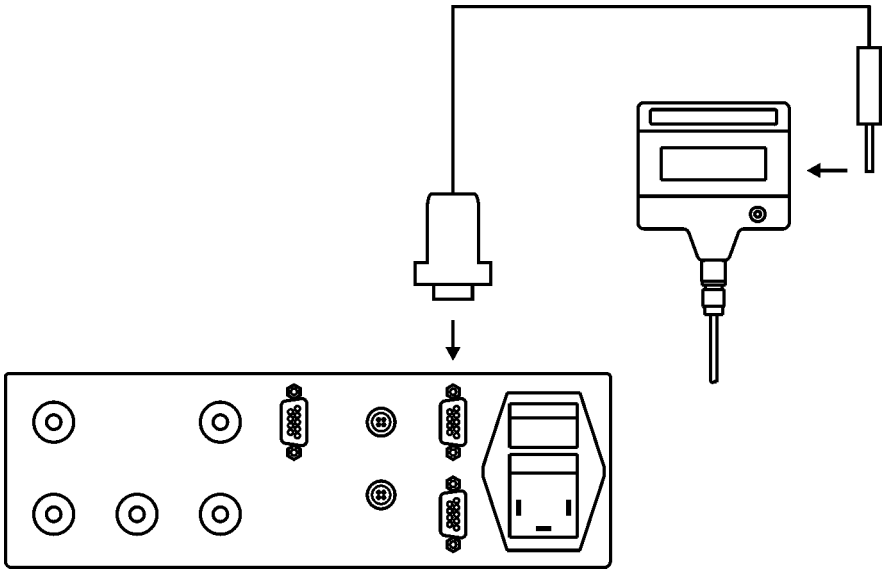

Рисунок 27 — Подключение термометра к измерительному блоку
2.16.19 Подключить электронный термометр к разъему 8 (11) измерительного блока (см. рисунок 6) при помощи кабеля связи с компьютером из комплекта поставки термометра (рисунок 27).